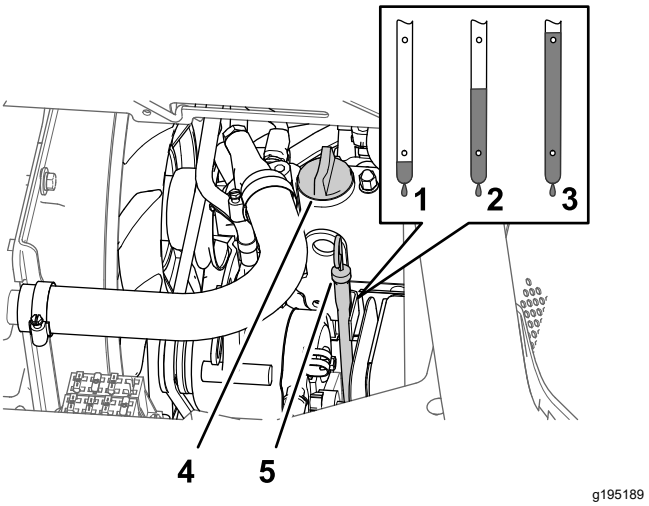

図 75
5. エンジンバルブカバー図 75 からオイル補給口のキャップを取り、所要量の約 80% のオイルを入れる。
6. ディップスティックの目盛りで油量を点検する 図 75。
7. ディップスティックの FULL マークに達するまで補給口から残りのオイルをゆっくりと補給する図 75。
8. 補給口にキャップとディップスティックを取り付ける図 75。